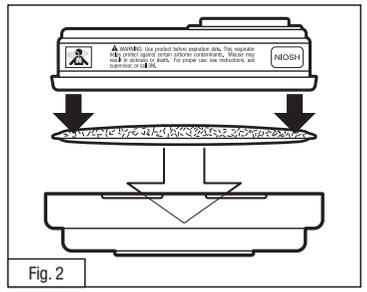

Fig. 2
2. Appuyer la cartouche dans le dispositif de retenue de filtre 501 (07054). Le dispositif de retenue de filtre doit être solidement fixé à la cartouche. Le filtre 5P71 (07194) **doit** recouvrir complètement la face de la cartouche (Fig. 2). Les caractères imprimés qui se trouvent sur le filtre ne sont pas visibles si le filtre est bien orienté.
2. Presione el cartucho en el soporte de filtro 501 (07054). El soporte de filtro debe quedar firme en el cartucho. El filtro 5P71 (07194) **debe** cubrir por completo la cara del cartucho (Fig. 2). Si el filtro está correctamente orientado, la impresión de éste no es visible.